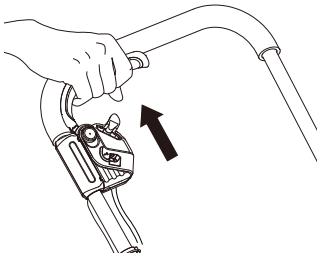

Fig.13
> Pulse la palanca de inicio/parada (1) hacia el manillar (9) para encender el producto (Fig. 13). Mantenga pulsada la palanca de inicio/parada (1) durante la operación.